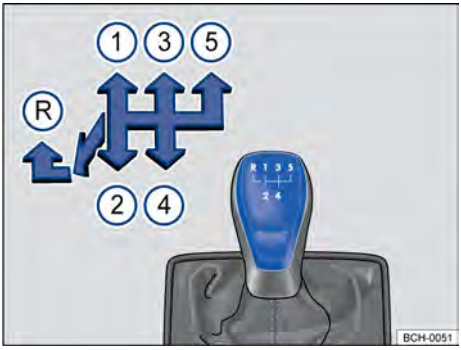

Fig. 92 Esquema de la transmisión manual de 5 marchas.
Las posiciones de cada una de las marcha están representadas en la palanca de cambios → fig. 92.
- Empujar la palanca de cambios totalmente hacia la izquierda y después hacia adelante hasta la posición de la marcha atrás → fig. 92 Ⓡ.